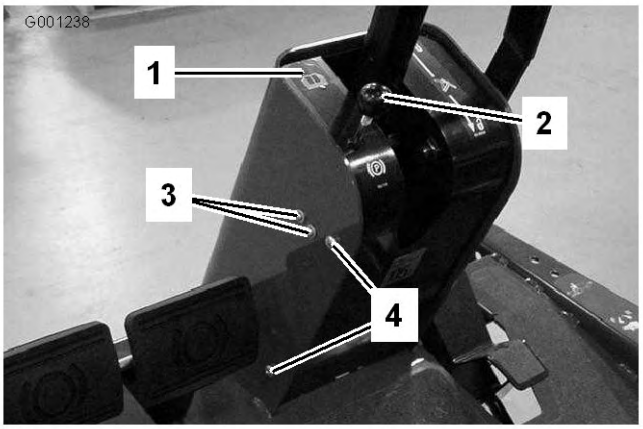

Figure 61
2. Retirez le bouton de la tige du frein de stationnement et les vis du couvercle de la colonne de direction (Figure 61).
4. Desserrez les vis et écrous de fixation du contacteur du frein de stationnement sur la gauche de la colonne de direction (Figure 61).